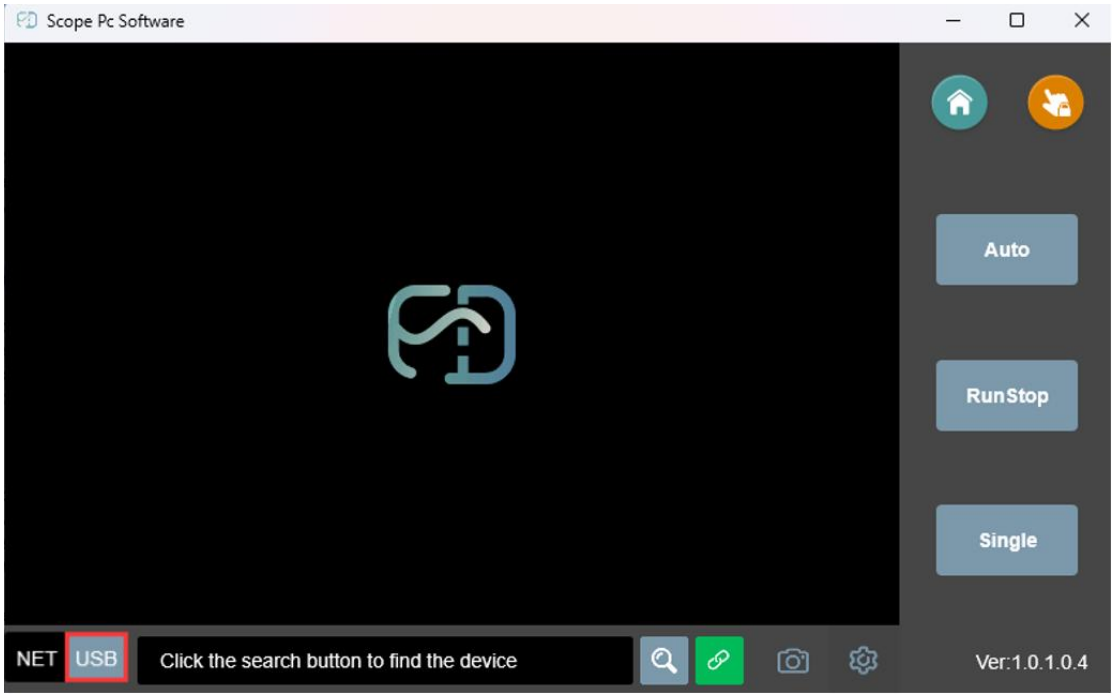

Figure 2-15
2、Under the host computer interface,click “**USB**” on the bottom left corner,make it gray highlighted,as shown in Figure 2-15.